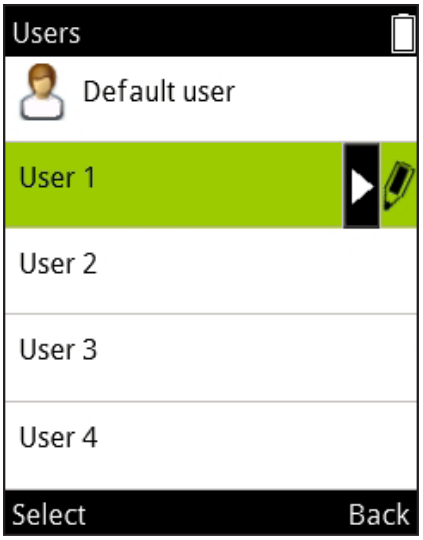

図 D55
3. 5 個のユーザ スロットが一覧表示されます(図 D55)。